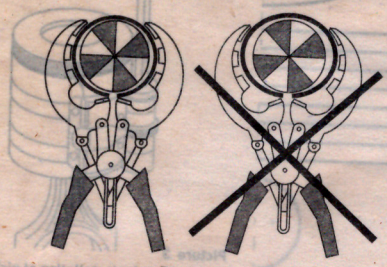

Рисунок 1
1. Установка колец на поршень производится специальными щипцами. Кольца должны прилегать равномерно по всей поверхности рабочей части щипцов (см. рис. 1).